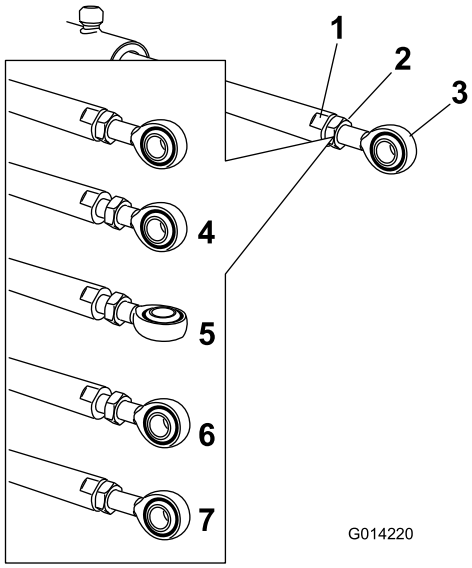

Bild 112
5. Halten Sie die Aktuatorstange mit einem Schraubenschlüssel an den Flächen der Stange fest und lösen Sie die Klemmmutter (Bild 112).
6. Drehen Sie das Stangenende in der Aktuatorstange, um den ausgefahrenen Aktuator auf die gewünschte Stellung zu verlängern oder zu verkürzen (Bild 112).